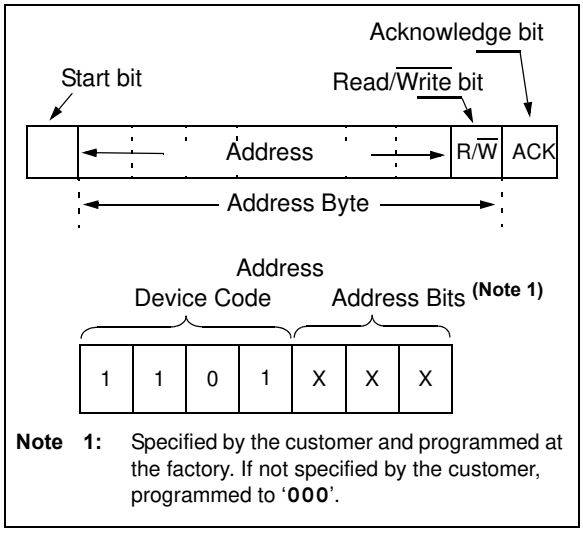
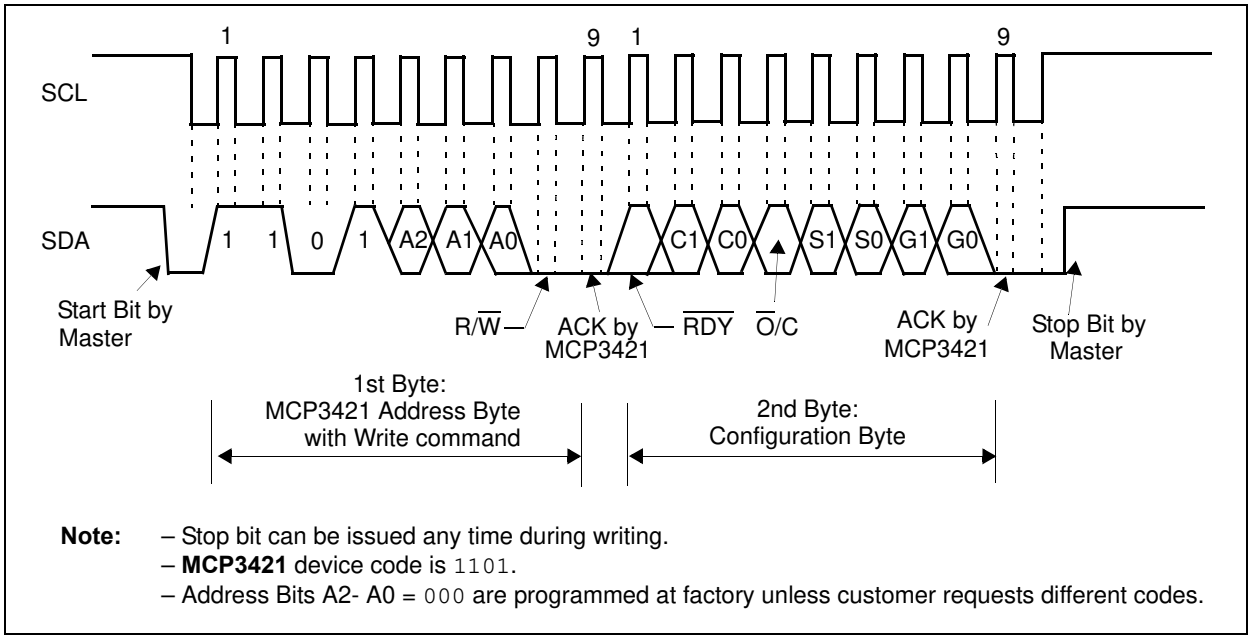

FIGURE 5-1: *MCP3421 Address Byte.*
FIGURE 5-2: *Timing Diagram For Writing To The MCP3421.*
The user operates the device by setting up the device configuration register using a write command (see Figure 5-2) and reads the conversion data using a read command (see Figure 5-3 and Figure 5-4). The device operates in two modes: (a) Continuous Conversion Mode or (b) One-Shot Conversion Mode (single conversion). This mode selection is made by setting the $\overline{O}$/C bit in the Configuration Register. Refer to **Section 5.2 "Configuration Register"** for more information.
Figure 5-1 shows the address byte. Figure 5-2 through Figure 5-4 show how to write the configuration register bits and read the conversion results.
– See Figure 5-1 for details in Address Byte.
- See Figure 5-1 for details in Address Byte.